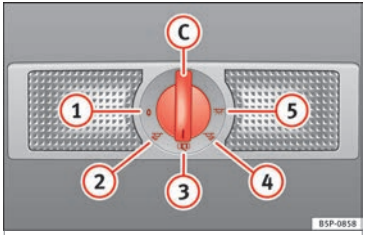

Fig. 66 Interior roof trim: rear interior lights and reading lights.
The switch ››› **Fig. 66** (C) is used to select the following positions:
In switch position ››› **Fig. 66** (1), the interior and reading lights are switched off.